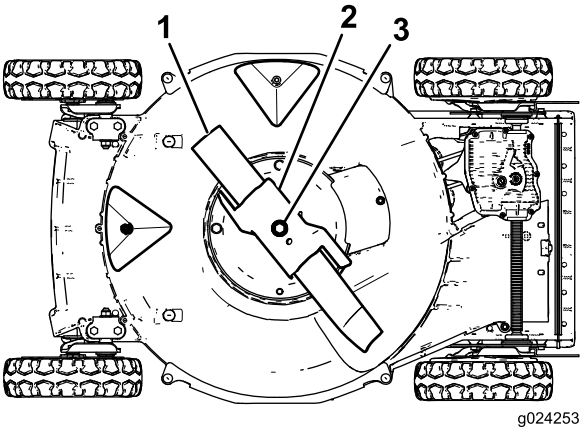

**Figuur 23**
4. Kantel de maaimachine **op zijn rechterkant** met het luchtfilter naar boven; zie Figuur 23.